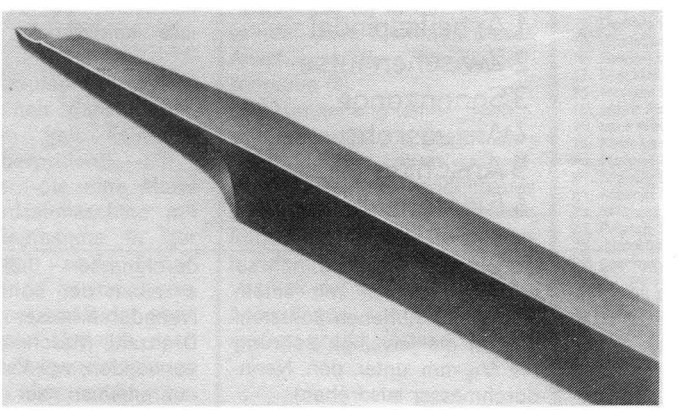

Bild 7
- Körnerschlag nach Bild 7 bei allen Teilen,